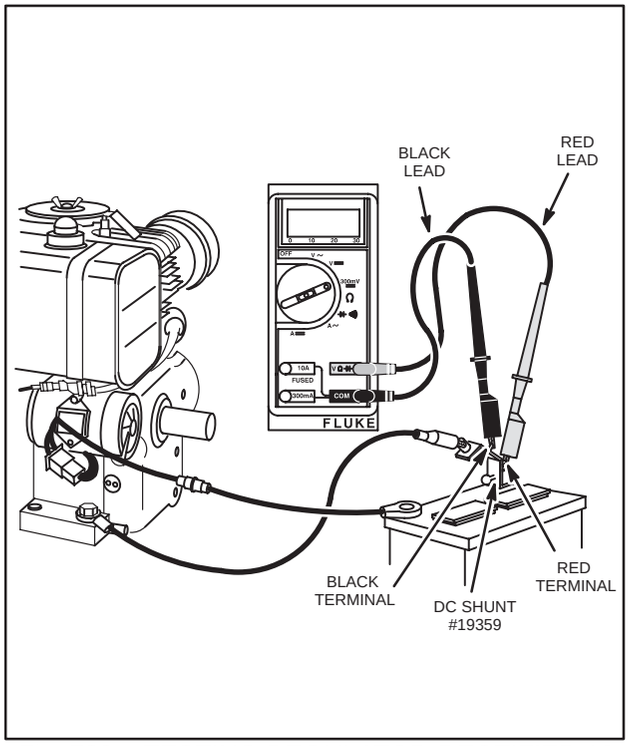

Fig. 783 – TESTING REGULATOR-RECTIFIER 16 AMP SYSTEM WITH DC SHUNT
The DC Shunt must be installed on the – (negative) terminal of the battery, Fig. 783. All connections must be clean and tight for correct amperage readings.
2. Insert RED test lead into **V** Ω ⊣⊢ receptacle in meter and connect to RED post terminal on shunt, Fig. 783.
5. Attach RED test lead clip to DC output terminal on regulator-rectifier, Fig. 783.